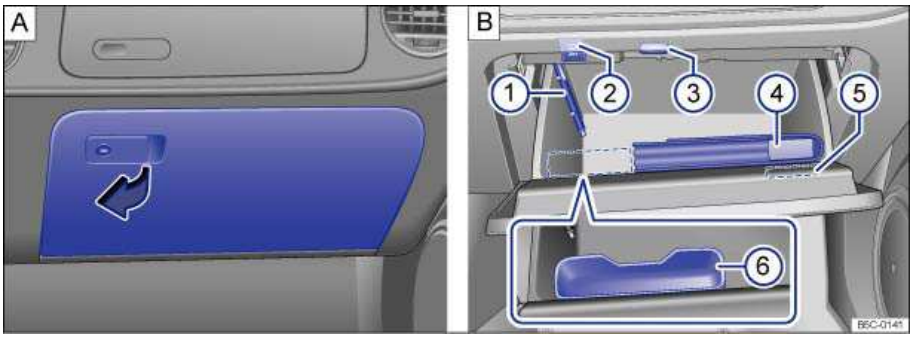

Fig. 107 A: On the passenger side: Lower glove compartment. B: Open glove compartment.
Key to fig. 107 **B**:
The lower glove compartment is designed to hold the Owner's Manual ⇒fig. 107 **B** (4).